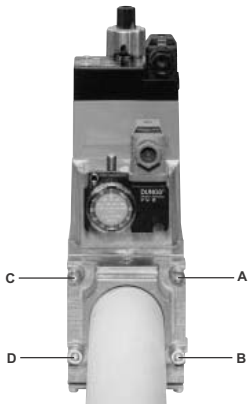
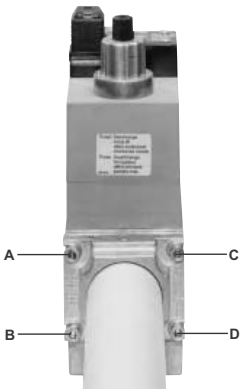

Fig. 7
Fig. 8
1. Allentare le viti A e B **non** svitare (Fig. 7 e Fig. 8).
2. Svitare le viti C e D (Fig. 7 e Fig. 8).